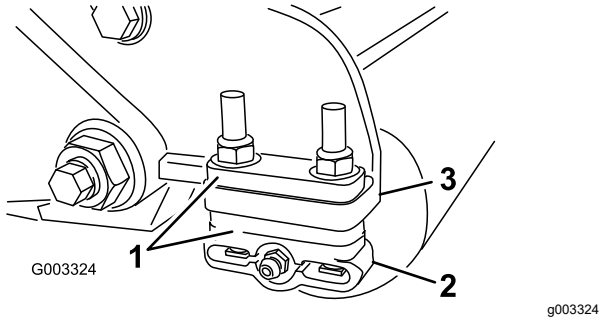

Figuur 11
1. Zet de beugels van de achterrol (Figuur 11) op de gewenste maaihoogte door de vereiste hoeveelheid afstandsstukken onder de montageflens op de zijplaat te plaatsen (Figuur 11) volgens de maaihoogtetabel.